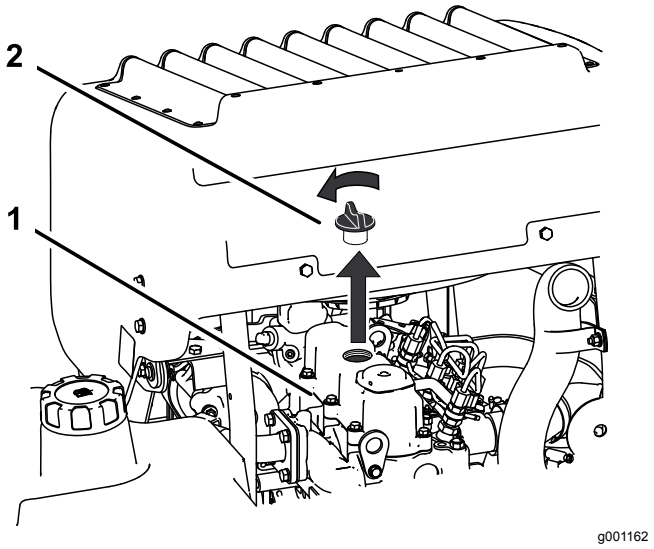

Figur 68
6. Fjern påfyllingslokket oppå motoren (Figur 68).
2. Fjern oljelokket, og skru løs peilestaven (Figur 68).